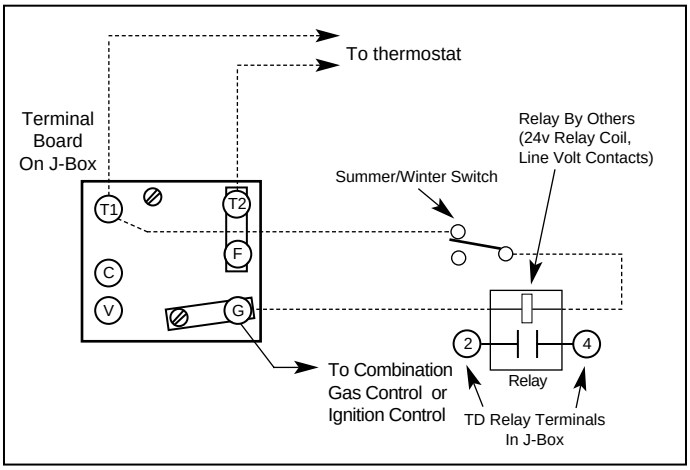

Figure 3
3. Wire unit according to the method selected. **NOTE:** If the method selected is as described in Figure 3, the factory supplied buss bar between terminals “T2” and “F” must be removed prior to wiring in thermostat and subbase.
2. Place the summer/winter switch in the summer position. The fan motor should start, except when wired as shown in Figure 3. In that case, after a delay of approximately 30 seconds, the fan motor should start.